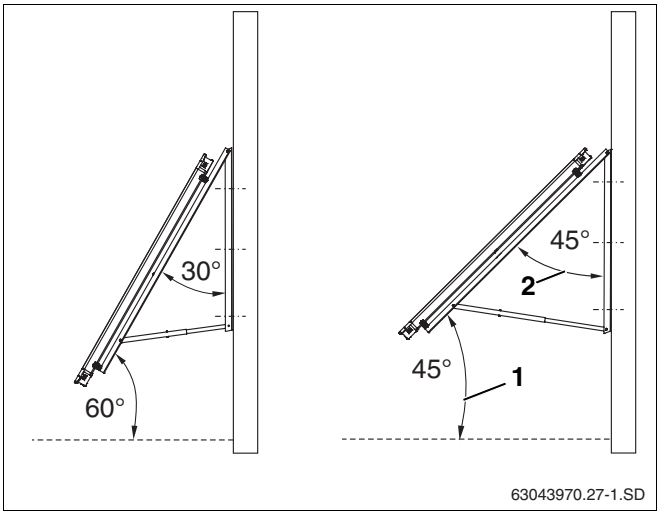

Abb. 10 Anstellwinkel des Kollektors an einer Fassade
- Der Anstellwinkel des Kollektors (Abb. 10, **Pos. 1**) zur Horizontalen muss zwischen 45° und 60° liegen (bzw. der Neigungswinkel Abb. 10, **Pos. 2**, des Kollektors muss zwischen 30° und 45° liegen).